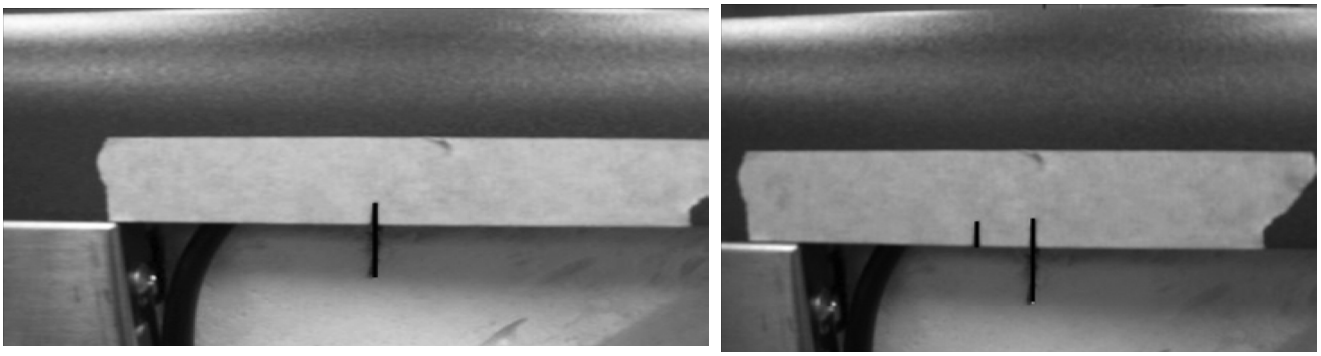

Figure 17.
18. Place the lid on the hopper and slide it forward as far as possible then draw a line even with the line on the hopper. Push the lid to the rear as far as possible and draw a line even with the line on the hopper. The mid-point of these two lines is the center point of the magnet. (See Figure 17.)